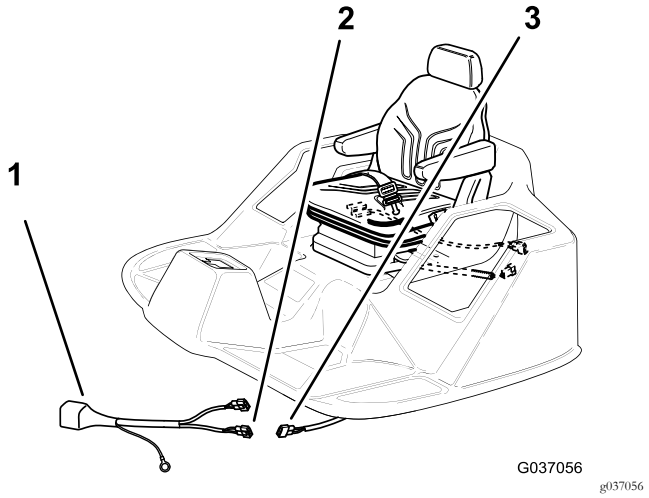

図 20
2. リレーハーネスの 2 ブレードコネクタを、2 ソケットコネクタ図 20ステップ12 運転席を取り外す (ページ 4)で取り外したものに接続する。